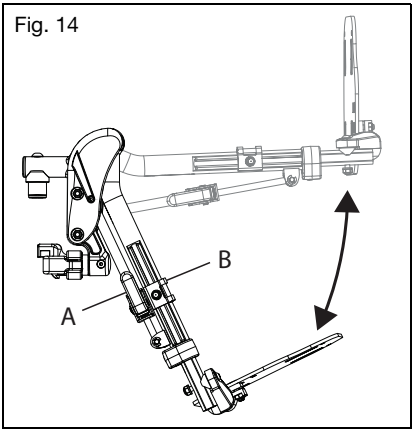

Fig. 14
a. To raise the Pro ELR, lift the leg rest tube (Fig. 14:A) to desired angle of elevation.
b. To lower the Pro ELR, press and hold the lever lock (Fig. 14:B) while pushing the leg rest tube (Fig. 14:A) down.